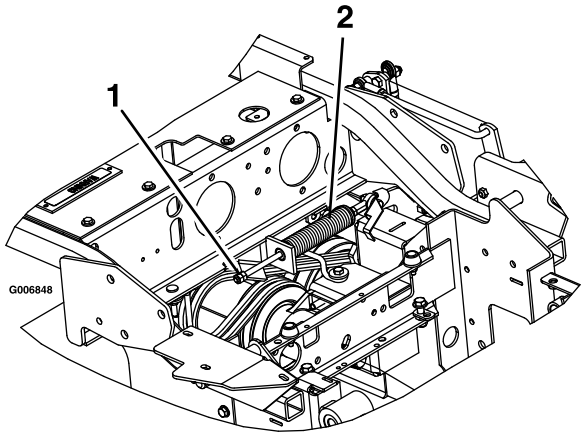

Bild 65
3. Ermitteln Sie die Bremsfeder und schrauben Sie die zwei Klemmmuttern zum Ende der Bremsfederstange heraus (Bild 65).